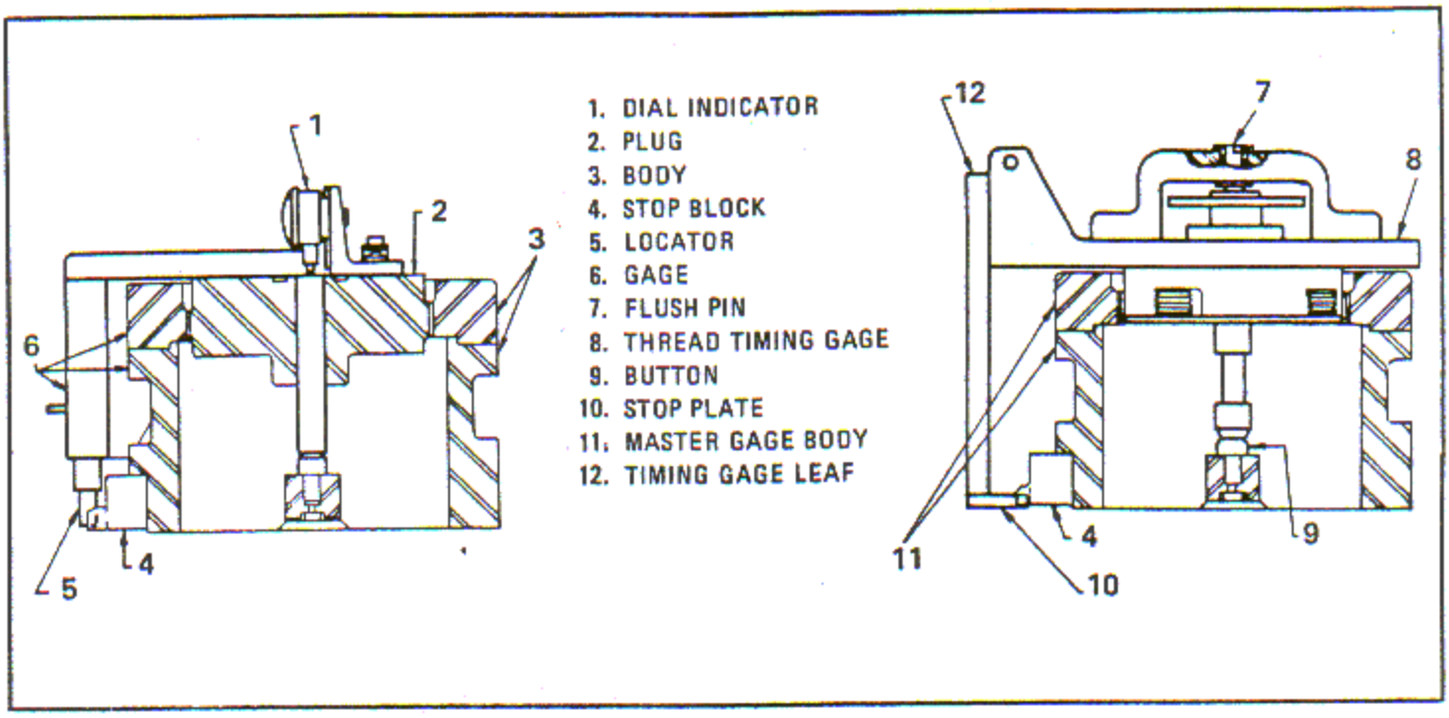

Figure 6-127. Checking Master Gage Body and Cylinder Thread Timing Gage
a. When checking the master gage body, figure 6-127, the top of the master gage center pin and master gage plug (2) must be flush within 0.0002 inch as checked by the master gage dial indicator (1) when the master gage locator (5) contacts rear side of master gage locator stop block (4).
b. Remove gage block (4) and locator (5) on bottom of leaf (12) from the thread timing gage (8). Replace the locator with stop plate (10). Screw threaded timing gage (8) into the master gage body (11) until bottom of thread timing gage flush pin (7) contacts master gage bottom and the flush pin stays within its limits. The thread timing gage stop plate must contact rear side of the master gage locator stop block.